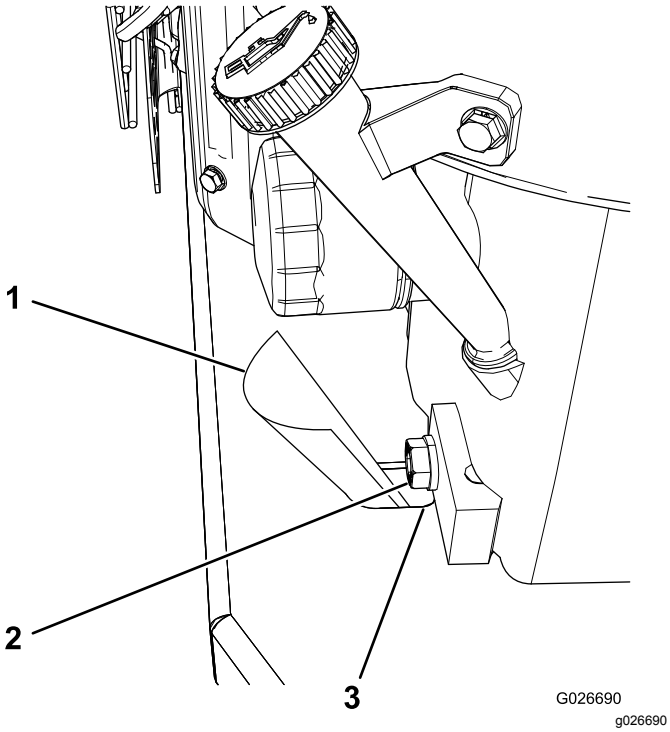

**Figur 38**
**Bemærk:** Isæt et stykke papir eller karton i aftapningshullet for at lede olien væk fra motorens monteringsplade (Figur 38).